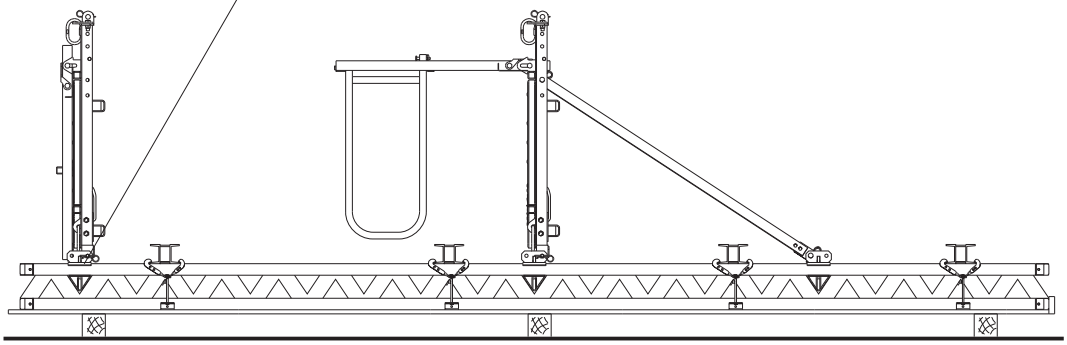

Rys. B2.09
1. Pomost połączyć z głowicą pomostu VARIO za pomocą sworzni (30.3) i zawleczek. (Rys. B2.09 + B2.09.1)